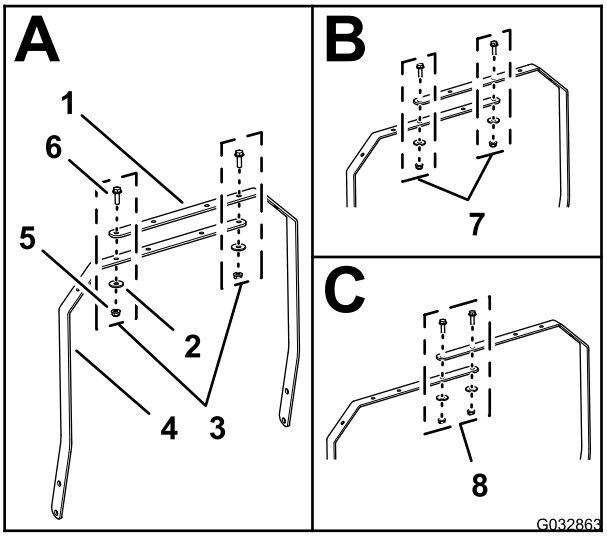

Figur 9
- **For maskiner i 800-serien** – ret de to huller i lygtebommens venstre bøjle ind efter hullerne i højre bøjle som vist i A i Figur 9.
- **For maskiner i 1000-serien** – ret de to huller i lygtebommens venstre bøjle ind efter hullerne i højre bøjle som vist i B i Figur 9.
- **For maskiner i 1600-serien** – ret de to huller i lygtebommens venstre bøjle ind efter hullerne i højre bøjle som vist i C i Figur 9.